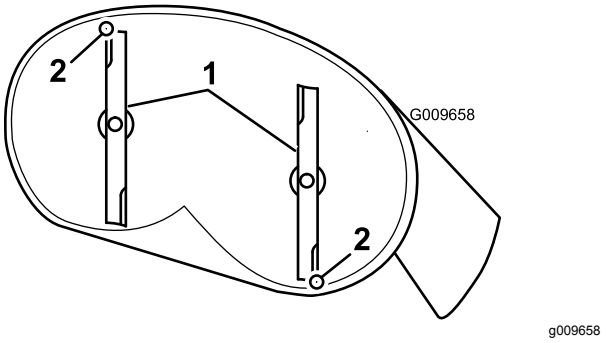
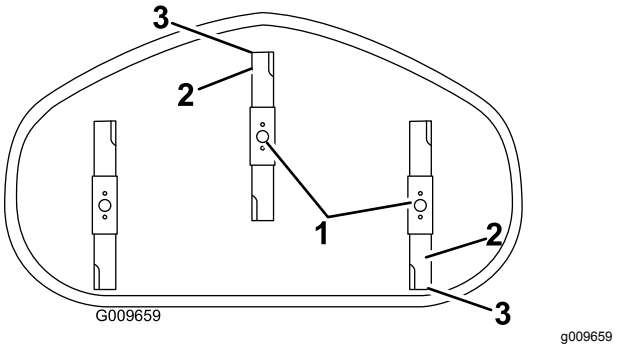

Figur 62
Figur 63
4. Drej forsigtigt knivene, så de vender på langs (Figur 62 og Figur 63).
5. Mål fra spidsen af den forreste skærekniv til den plane overflade og spidsen af den bageste skærekniv til den plane overflade (Figur 62).
7. Efter justering skal du kontrollere den langsgående hældning igen og fortsætte med at justere møtrikken, indtil spidsen på den forreste skærekniv er mellem 1,6 og 7,9 mm lavere end spidsen på den bageste skærekniv (Figur 62).